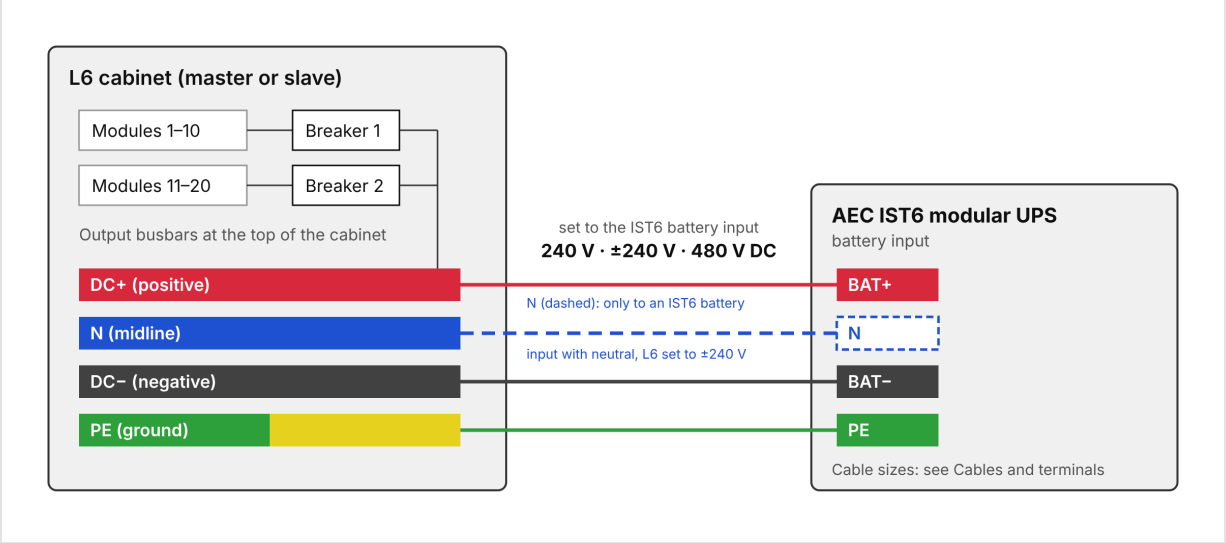

FIGURE 3-28 Power wiring — one L6 cabinet to the AEC IST6 (40 / 50 Ah cabinet shown)
3. Connect the N busbar only if the battery input of the IST6 has a neutral (midline) and the L6 is set to ±240 V with midline (Section 2.2). Otherwise leave N unconnected (Figure 3-28).